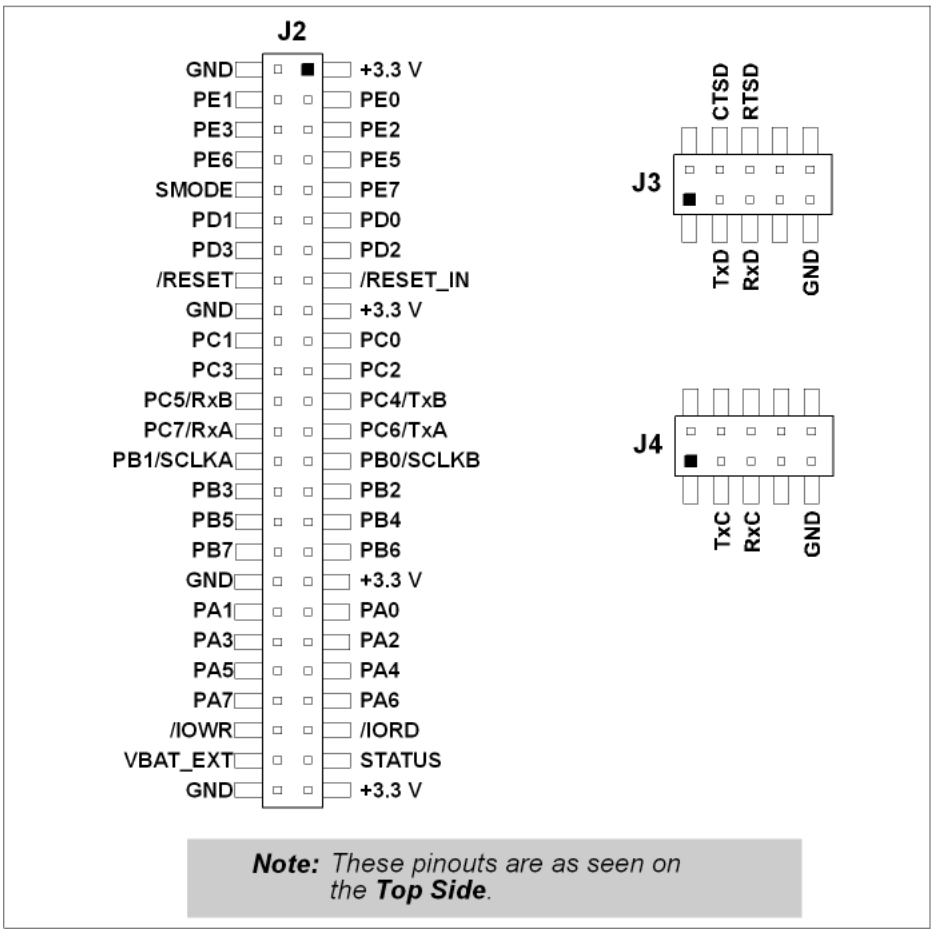

Figure E-4. Serial Communication Accessory Board Pinout
- **Module Extension Headers**—The complete pin set of the MiniCore module is duplicated below header J2. Developers can solder wires directly into the appropriate holes, or, for more flexible development, a 2 × 25 header strip with a 0.1" pitch can be soldered into place. See Figure E-4 for the header pinouts.
The Serial Communication accessory board provides the user with MiniCore connection points brought out conveniently to labeled points below header J2. The pinouts for header socket J2 and the RS-232 headers at J3 and J4 are shown in Figure E-4.